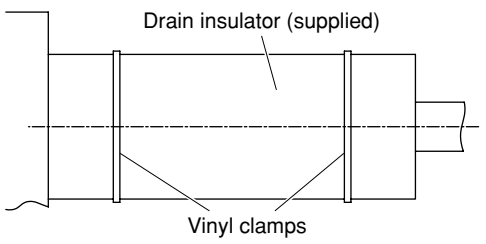

**Fig. 3-64**
(2) After connecting the drain piping securely, wrap the supplied packing and drain pipe insulator around the pipe, then secure it with the supplied vinyl clamps. (Fig. 3-64)